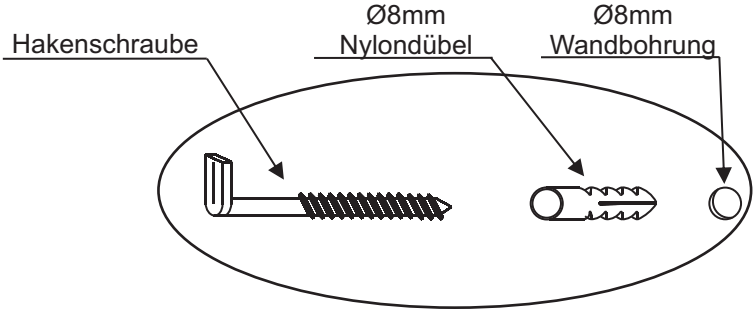

Abb. 5
6. Zur Montage des Paneels an die Zimmerwand bohren Sie mit einem Ø8mm Bohrer entsprechend den Aufhängebeschlägen 3 Dübellöcher in die Wand. Hängen Sie nach Montage von Kunststoffdübeln und Hakenschrauben das Paneel auf. (Abb.5)